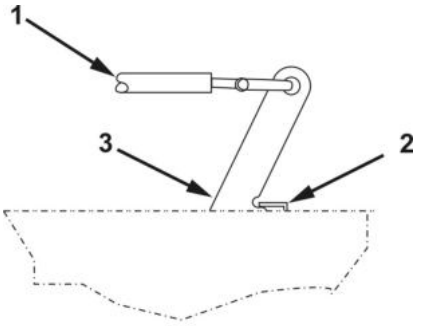

Figure 8. Breakaway Cable Attached to Towing Vehicle.
11. Attach breakaway cable (Figure 8, Item 1) to towing vehicle. Ensure that there is enough slack in cable to allow trailer to make full turns.
12. Ensure that breakaway lever (Figure 8, Item 3) is pushed all the way back toward trailer and that lever is not engaged in leaf spring (Figure 8, Item 2).